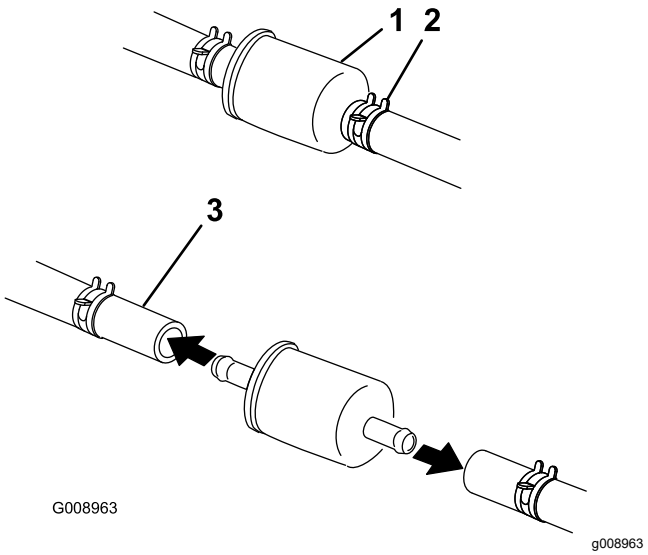

Figur 65
5. Bytt ut drivstoffilteret (Figur 65).